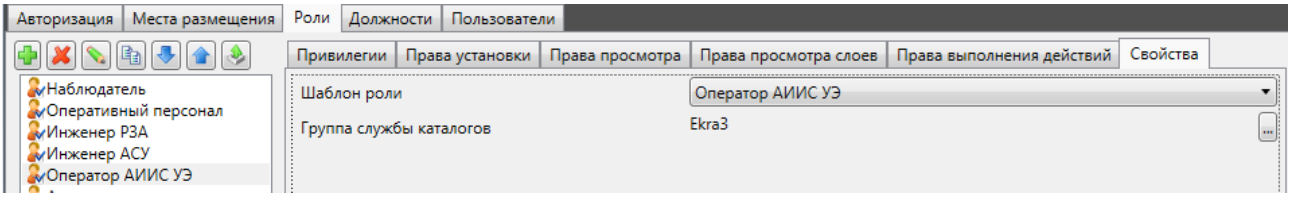

Рисунок 123 – Подраздел «Свойства» EKRASCADA APM
3.8.1.3.6 Подраздел «Свойства» (рисунок 123) содержит: